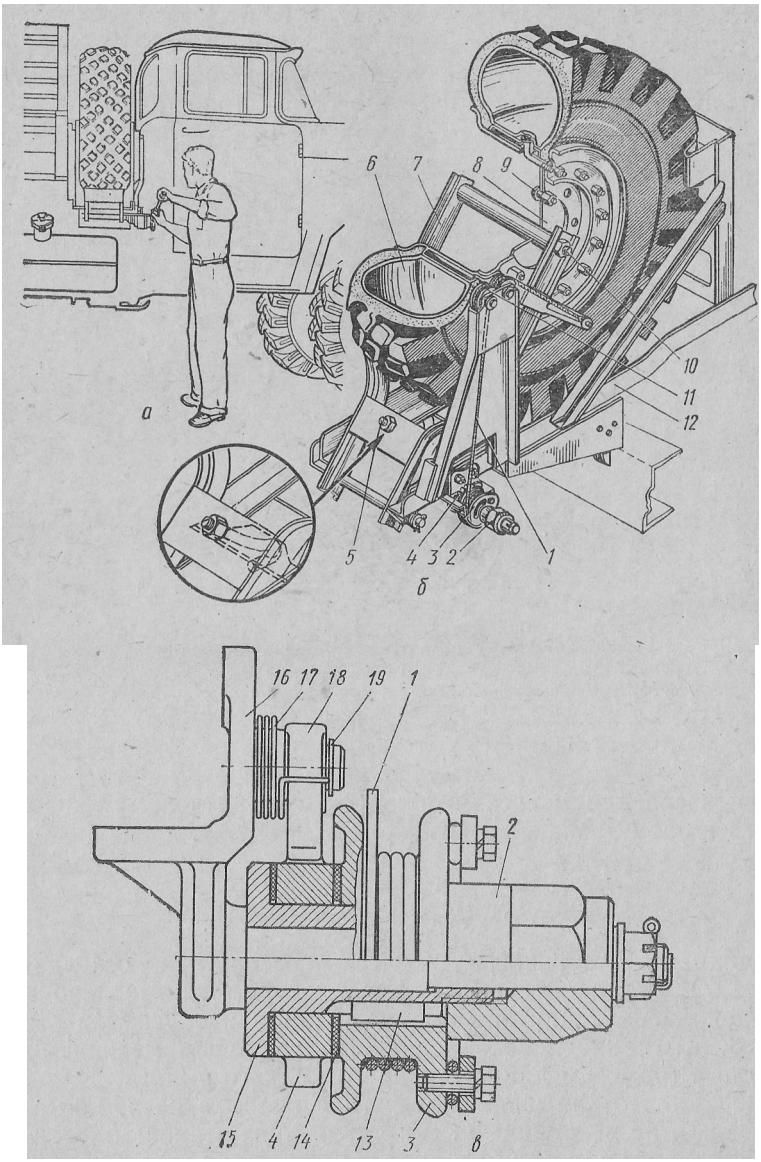

Рис. 127. Установка держателя запасного колеса;
Держатель запасного колеса состоит из основания *12* (рис. 127), откидного рычага 7, на котором установлено колесо, и ручной лебедки для облегчения подъема и опускания рычага с колесом. Ручная лебедка снабжена храповым механизмом для подъема и тормозом для опускания откидного рычага. '
2. Стать у двери кабины автомобиля лицом к лебедке, как показано на рис. 127, а. Надеть на гайку *2* накидной ключ 46 мм, имеющийся в комплекте инструмента, удлинив его монтажной лопаткой.